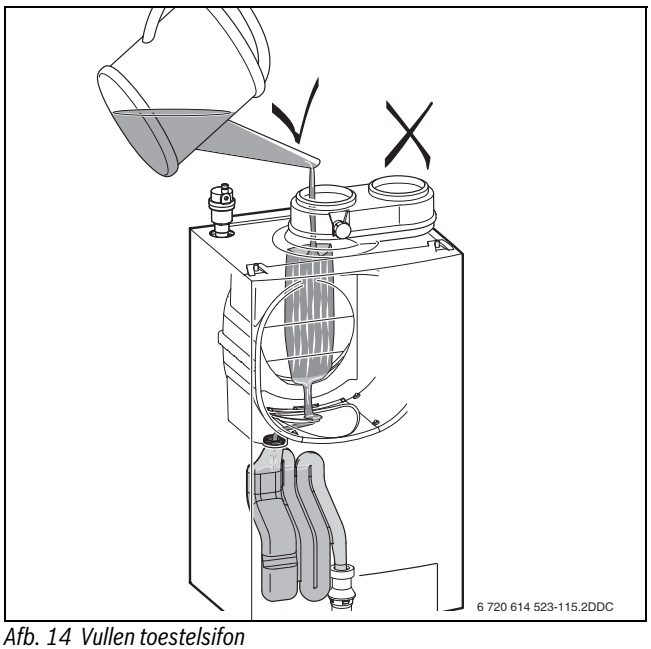

Afb. 14 Vullen toestelsifon
- ▶ Vul de toestelsifon via de rookgasafvoeraansluiting (→ afb. 14) met 0,5 liter.